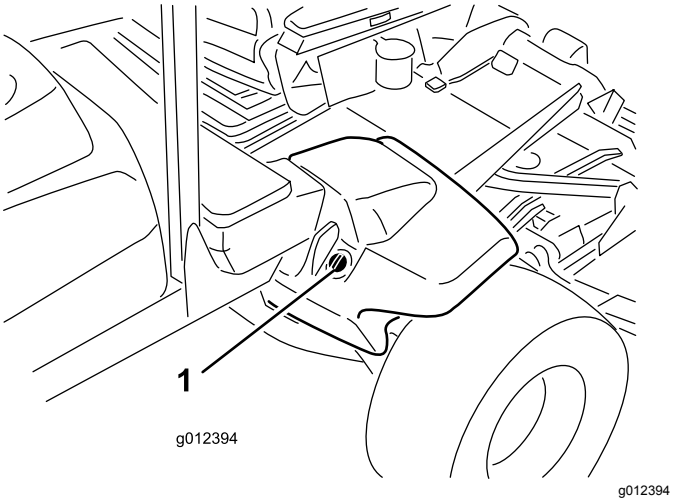

**Figur 21**
2. Gör rent omkring påfyllningsröret och hydraultanklocket (Figur 21). Skruva av tanklocket på påfyllningsröret.